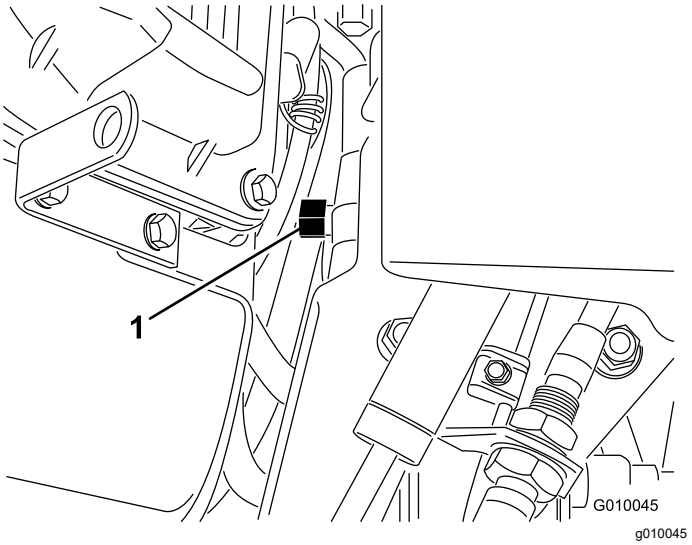

**Figure 29**
2. Locate the bypass valve between the engine and hydrostatic pump (Figure 29).
3. Using a 5/8 inch wrench, rotate the bypass valve counterclockwise 1 turn. This allows the hydraulic fluid to bypass the pump enabling the wheels to turn (Figure 29).
5. To operate the machine again, rotate the bypass valve clockwise 1 turn (Figure 29).